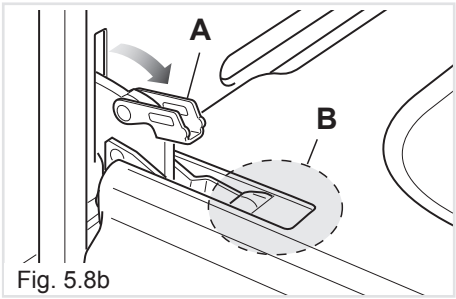

Fig. 5.8b
- Open the lever "**A**" completely on the left and right hinges (fig. 5.8b).
- Gently close the door (fig. 5.8c) until left and right hinge levers "**A**" are hooked to part "**B**" of the door (fig. 5.8b).